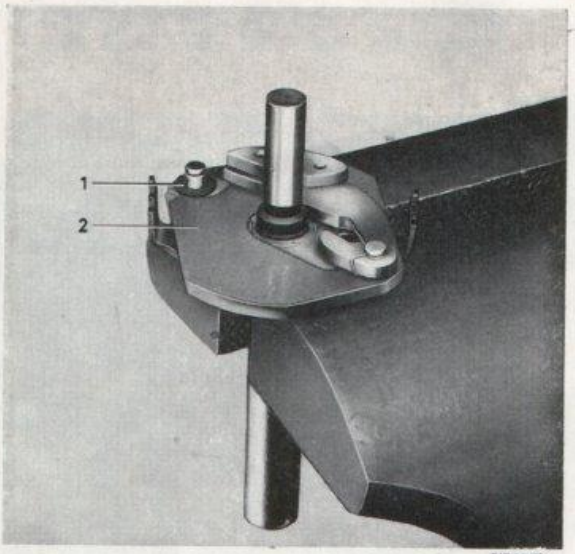

Bild 10-56. Medbringare med fiberbrickor
3. Hålen i centrifugalregleringsvikterna får ej vara ovala eller på annat sätt deformerade. Fiberbrickorna, bild 10-56, måste vara hela.
1. Placera resitexbrickan på fördelaraxeln samt ovanpå denna fiberbrickorna, se bild 10-56. Smörj och placera centrifugalregleringsvikterna på plats. Sätt på låsfjädrarna.